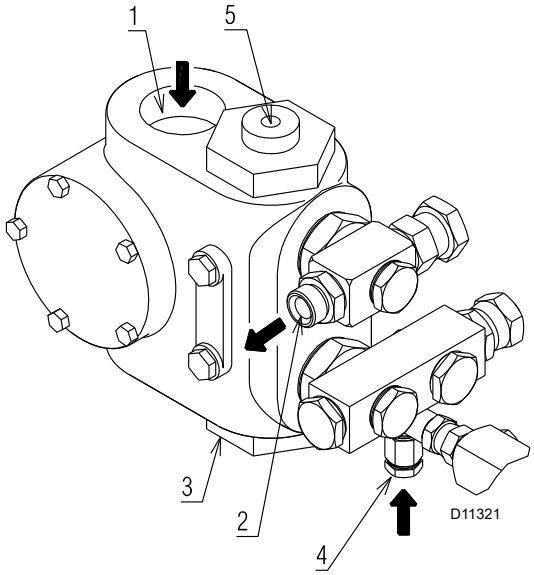

Fig. 21
Leyenda (Fig. 21)
- ➤ Para que la bomba (Fig. 21) pueda autocebarse, es indispensable aflojar el tornillo 4) para purgar el aire que pueda haber en el tubo de aspiración.
Si la bomba se ha vaciado, llenarla de combustible por el tapón del vacuómetro 4)(Fig. 21) antes de arrancarla, de otro modo quedará agarrotada.